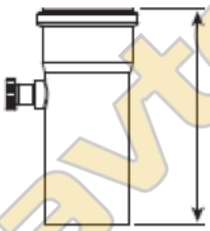
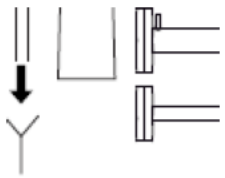

рис. 5.15
Рис. 5.16
Труба со штуцером для анализа исходящих газов (рис. 5.15)
• открутите винты (E) см. рис. 5.15 и (F) см. рис. 5.16;